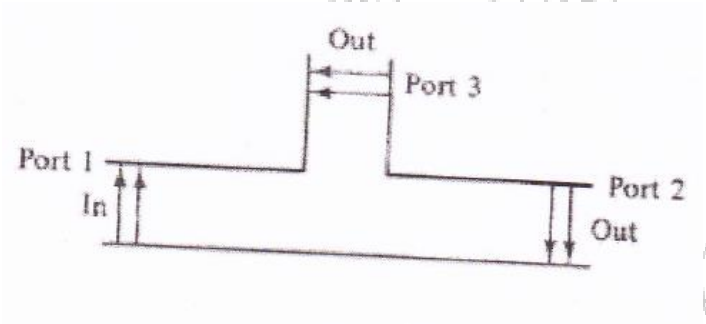

Figure 3. Field is added at Port 3
2. The wave entering the junction through collinear arms is soon in Figure 3. Both waves are added at Port 3 since both are opposite phase at Port 1 and Port 2.
2. If a wave is fed into Port 4 (H arm)it will be divided equally between port 1 port 2 of the collinear arms and will not appear at Port 3 (E-arm) I.e S34=0 (figure 3)